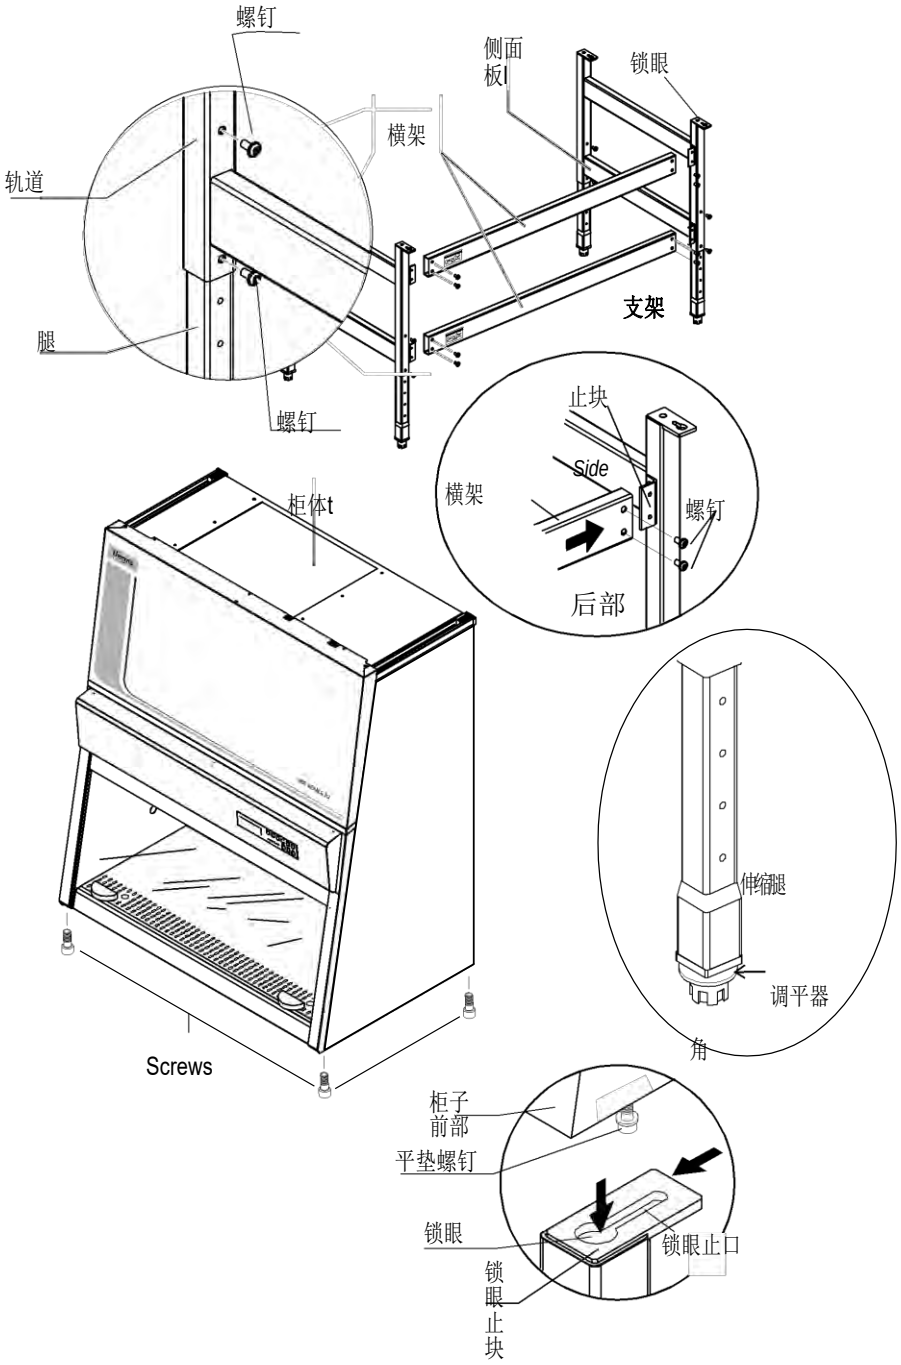

**图 3-1.** 支架总成
对于无机架仪器, 将机架台仪器置于一个能够支撑仪器重量的两倍的稳定结构上，确保仪器的重量不依赖于集液盘。再移集液盘上的保护薄片。参见下一页的图 3-1。
2. 放好左右侧面板。将伸缩腿组装到侧面板上。如图3-1所示。
7. 滑动仪器结构到固定的插孔。（图3-1）